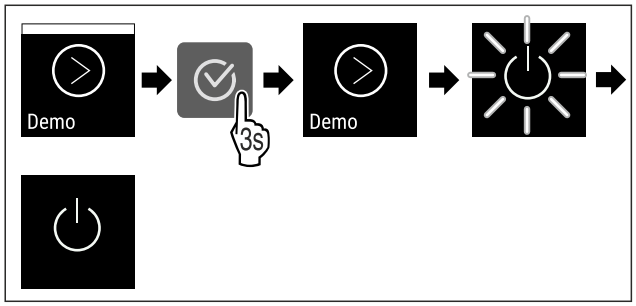

Fig. 101
▶ Ejecutar los pasos (consulte Fig. 101) .